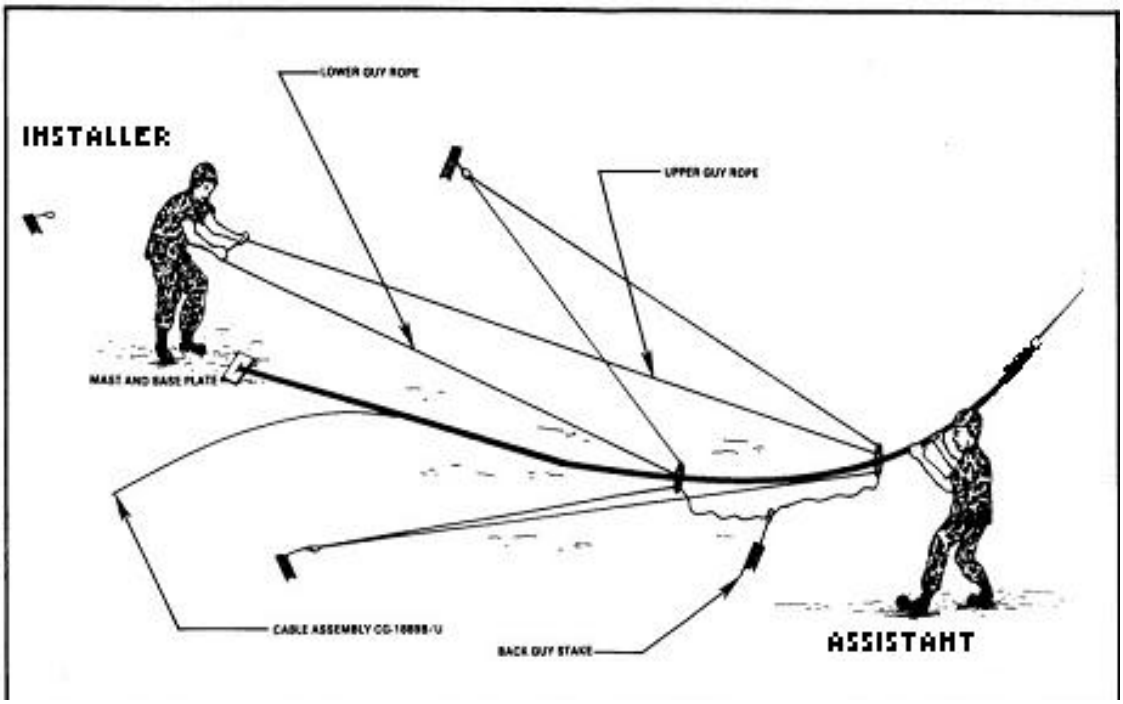
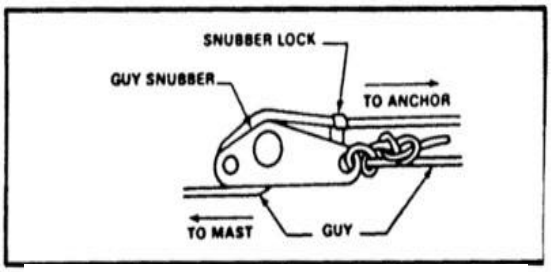

Figure 2-93 Attaching Guy Loops to Side and Back Guy Stakes
Figure 2-95 Securing Guy with Snubber Lock
NOTE: *Make sure the mast assembly is laid out straight and crosses behind one guy stake (the back guy stake, Figure 2-93).*
15. Lay the two bottom (upper and lower) guy ropes along one of the tightened side guy ropes and adjust them to the same length. Attach the bottom guy ropes to the back guy stake. (Figure 2-93)
a. Connect the free guy ropes to the remaining guy stake assembly (Figure 2-93) and tighten the guys (Figure 2-95).